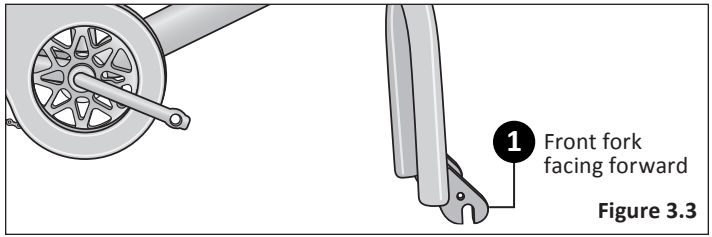

Figure 3.3
1. Turn the front fork to face forward. **Figure 3.3**
1. Turn the front fork to face forward (ie: the fork dropout is in the furthest forward position). **Figure 3.3**